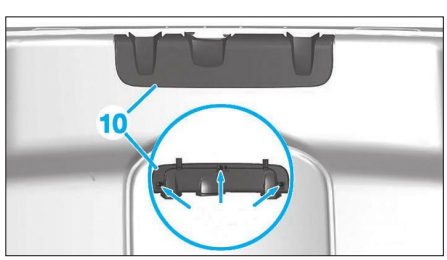

**Fig. 50**
• Déposer le cache (10) **(Fig.50)**.